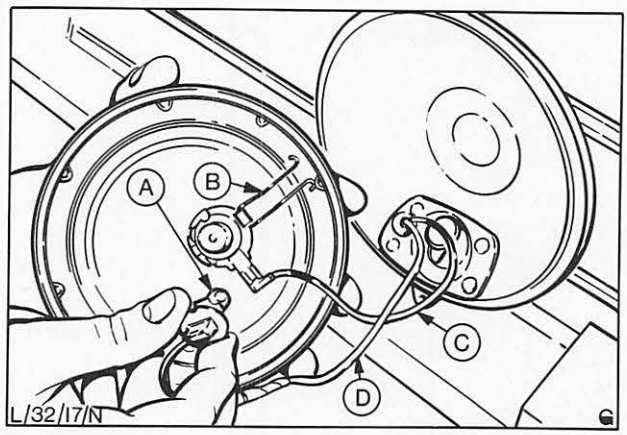

Abb. 39 A = Glühlampe B = Federklammer C = Massekabel D = Stromkabel
3. Federklammer „B“ (Abb. 39) aufbiegen und Lampe „A“ aus dem Reflektor nehmen, dabei jedoch den Glaskolben der Lampe nicht mit den Fingern berühren.
4. Massekabel „C“ (Abb. 39) vom Reflektor abklemmen und Weitstrahlerglas mit Reflektor komplett entfernen.